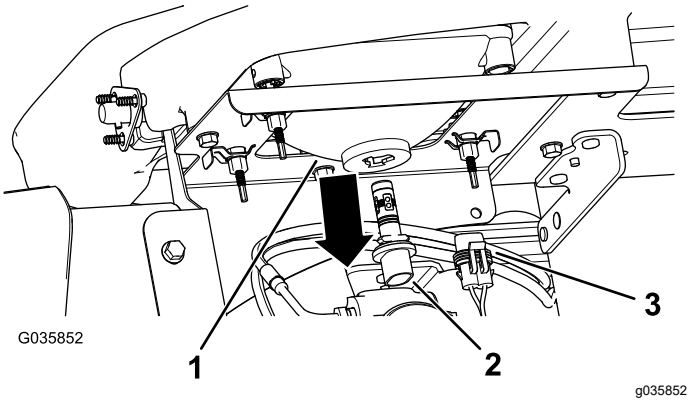

Figur 44
3. Frakoble den elektriske forbindelsen for nettet fra koblingsstykket til pæreenheten på baksiden av frontlyshuset (Figur 44).
4. Vri pæreenheten ¼ omdreining mot klokken og flytt den bakover, ut av frontlyshuset (Figur 44).
5. Sett på den nye pæreenheten og frontlyshuset, og juster tappene i pæreenheten med sporene i frontlyshuset (Figur 44).
6. Fest pæreenheten ved å vri den ¼ med klokken (Figur 44).
7. Tilkoble den elektriske forbindelsen for nettet til koblingsstykket til den nye pæreenheten (Figur 44).